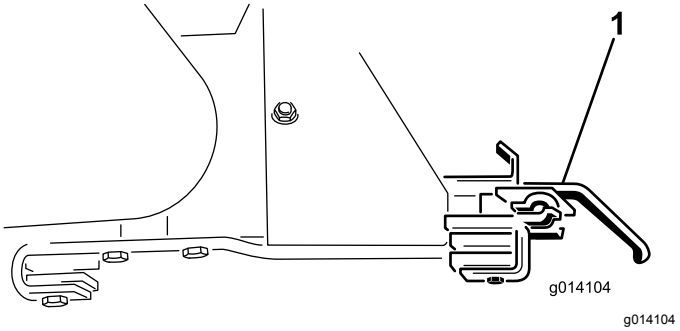

**Rysunek 58**
18. Zdemontuj 2 (dwa) wsporniki mocujące osprzęt (Rysunek 58).